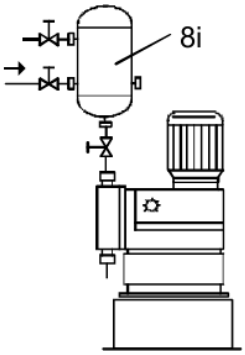

Рис. 8
• Замечания по установке на нагнетательной стороне (Рис. 8):